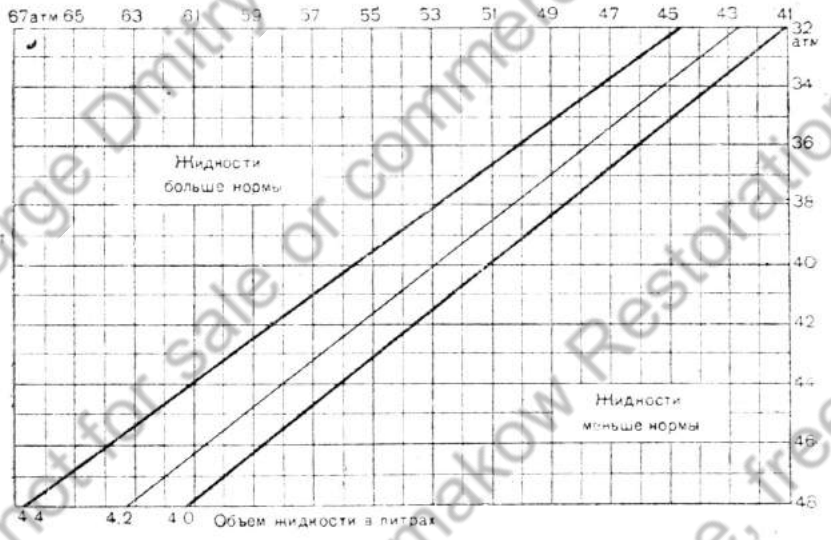

Рис. 62. График определения количества жидкости в накатнике
10. По полученным двум величинам давления определить по графику (рис. 62), укреплённому на предохранительном щитке, количество жидкости в накатнике. Отыскать на графике точку пересечения горизонтальной (начальное давление) и вертикальной линий (давление после оттягивания штока). Если точка пересечения этих линий окажется на средней (тонкой) линии или между жирными линиями, то количество жидкости в накатнике нормальное (от 4 л до 4,4 л). Если же точка пересечения выше верхней жирной линии, то жидкости в накатнике больше нормального, и её нужно слить; если точка пересечения ниже нижней жирной линии, то количество жидкости в накатнике меньше нормального, и её надо добавить.